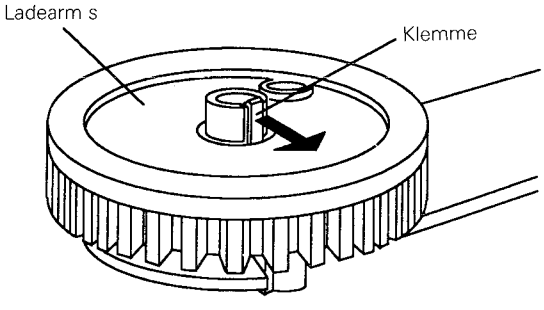

Abb. 2-17-3 F0D045
G. Klemme am Ladearm S lösen und Ladearm S entfernen. (Siehe Abb. 2-17-3)